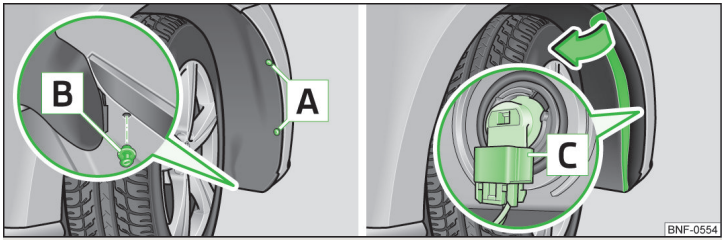

Fig. 129 **Light bulb for fog lights**
- Use the on board tool to remove screws A » Fig. 129 from the wheel well.